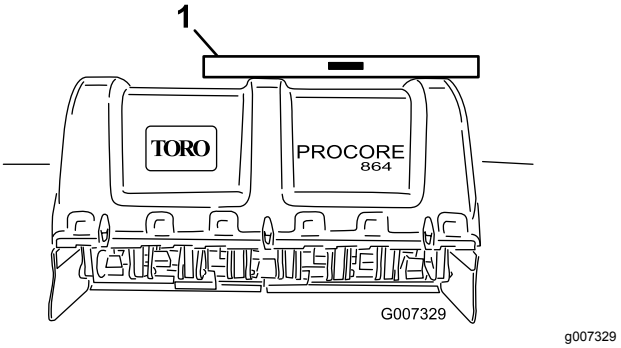

**Figur 15**
2. Placera ett vattenpass ovanpå luftarens ram för att kontrollera att den är jämnt inställd i sidled (Figur 15).